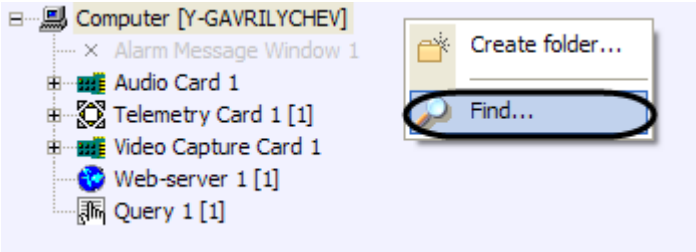

Figure 11.2-21 Selecting the Find function
b. select Find in the menu (Figure 11.2-21);